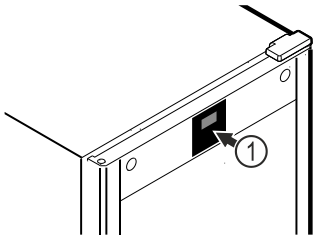

Fig. 52 Reprezentare exemplificativă
Termometrul este deja calibrat din fabricație (offset de +6 Kelvin). Dacă temperatura interioară diferă de indicația temperaturii *Fig. 52 (1)*, puteți calibra termometrul.